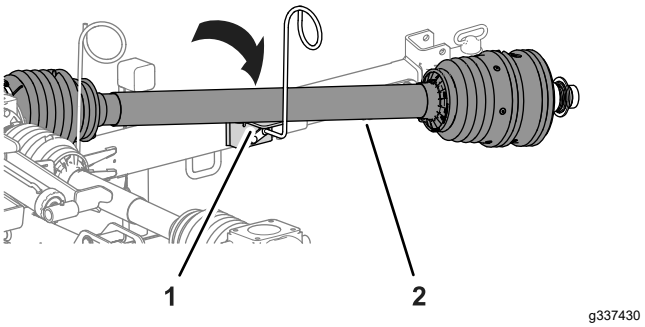

Figur 9
2. Flytta kraftuttagsaxeln till slangstyrningens drivaxelstöd (Figur 9).